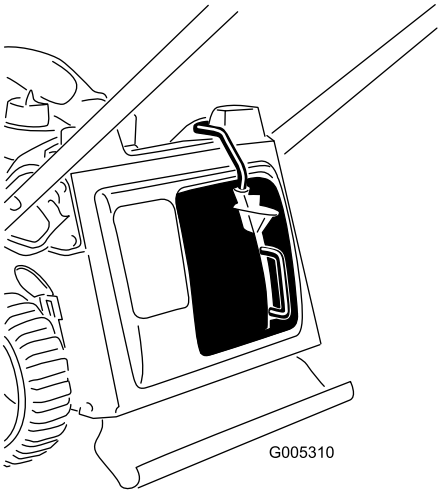

Figur 10
3. Slip knappen på håndtaget og sørg for, at håndtagets øverste del ligger helt i kontaktkanalen (Figur 10). **Hvis håndtagets øverste del ikke er i kontaktkanalen, kan din maskine ikke starte!**